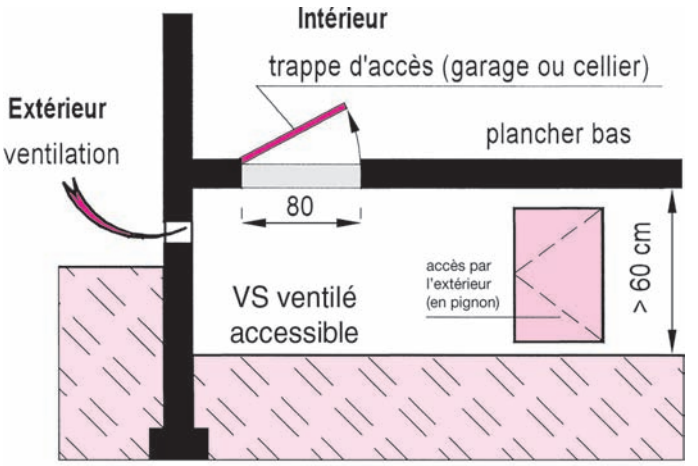

Fig. 1 : Vide sanitaire accessible et ventilé
- **vide sanitaire accessible** : la hauteur minimale est de 60 cm ou celle de 3 blocs superposés hourdés au mortier (fig. 1) ;